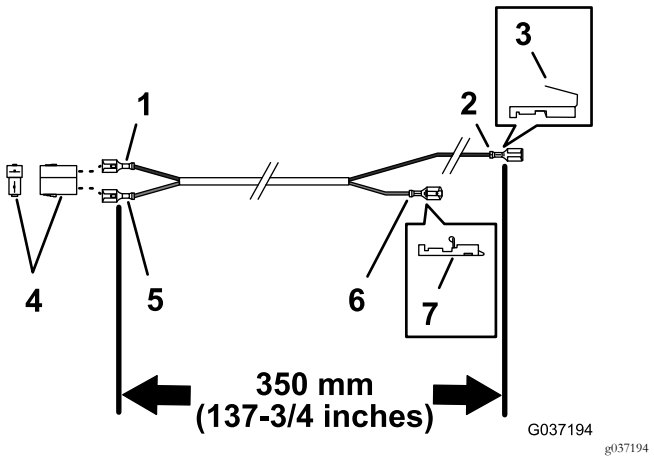

図 25
1. 図 25 に示されている、350cm のワイヤハーネスリング端子のないものを探し出す。